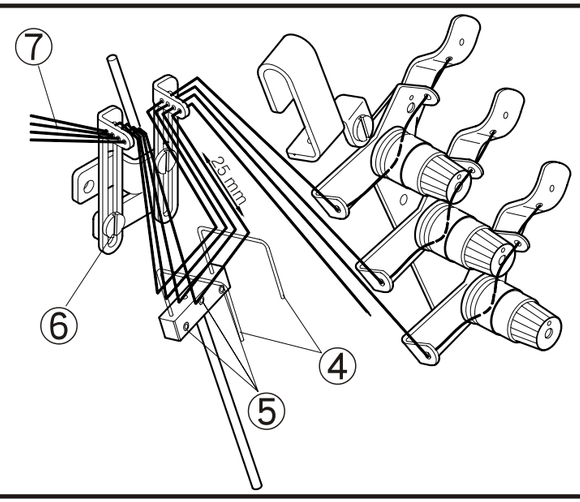

Fig. 39
2. Cuando el equipo de control de hilo es dirigido, y la palanca de arrastre 4 esta en el punto muerto inferior. La distancia es de 25mm al centro del ojal de hilo. (Fig. 39)